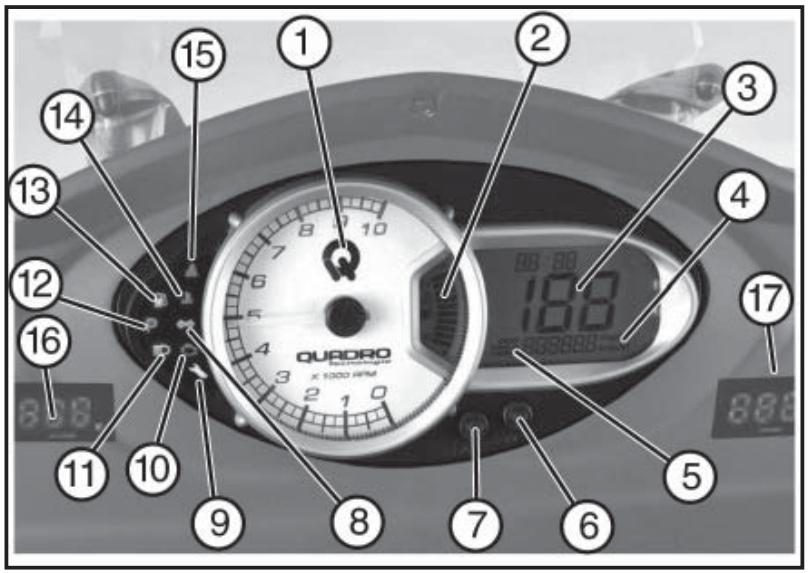

Fig. 02 QSI0016
4.7 LEGENDA GRUPPO STRUMENTI (Fig. 02)